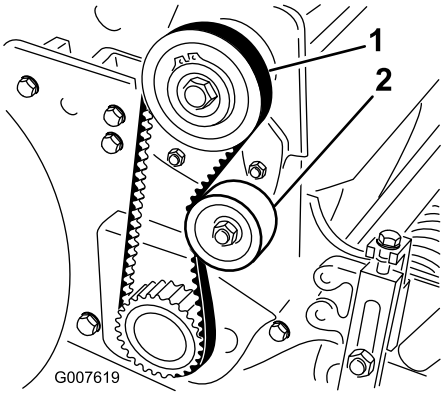

Figura 39
2. Verifique a tensão pressionando a correia a meio curso entre as polias (Figura 39) com uma força de 18-22 N. A correia deverá flectir-se 6 mm.
A. Desaperte a porca de montagem da polia intermédia e incline-a para o lado de trás da correia até que obtenha a tensão desejada da correia (Figura 39).